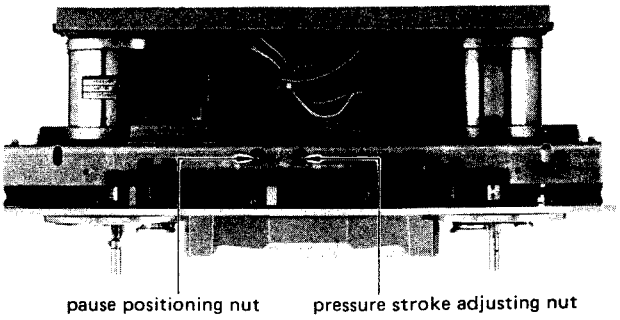

Fig. 2-4 Pause position and pinch roller pressure stroke adjustments
2. Adjust by turning the pressure stroke adj. nut (Fig. 2-4) so that the clearance between the pin and the stopper cushion is about 1.0mm.
2. 図2-4に示す圧着ストローク調整ナットにより，図2-6に示すようにピンとストッパー・クッションのすき間を約1mmに調整する(ピンとストッパー・クッションが離れていて，すき間が確認出来れば良い).